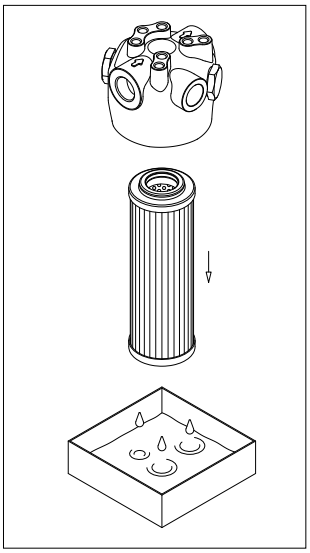

fig. 3
- (Fig. 3) Estrarre l'elemento filtrante